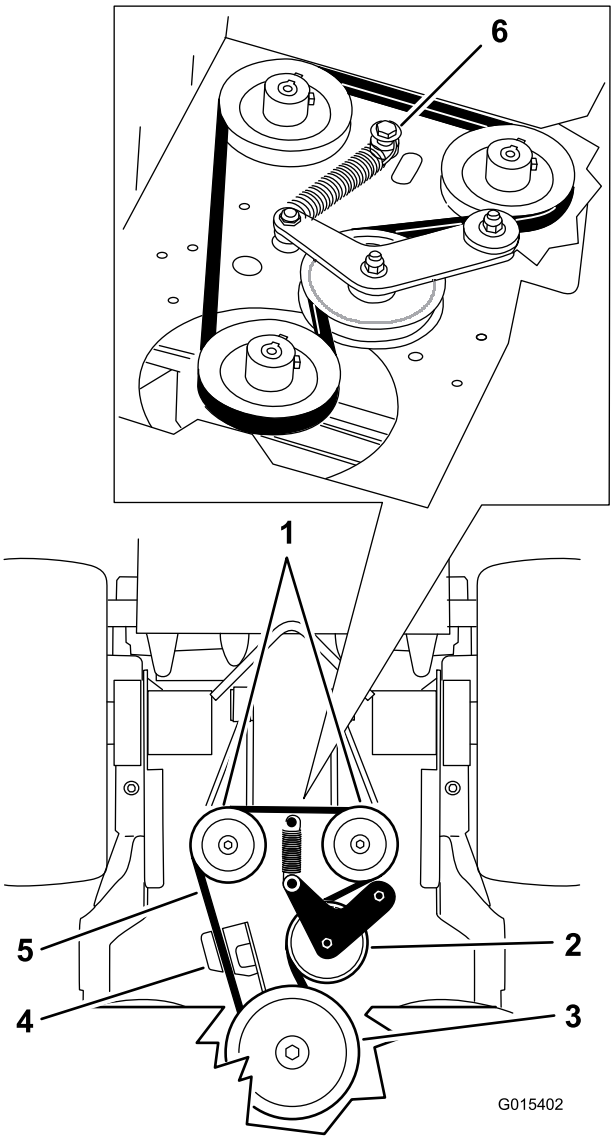

Figur 67
5. Fjern ansatsbolten, møtrikken og spændeskiven fra motorskjoldet, som er tilsluttet til fjederen (Figur 67).
6. Fjern pumpedrivremmen (Figur 67).
8. Monter fjederen på ansatsbolten og skiven, og tilslut den til motorskjoldet med møtrikken (Figur 67).